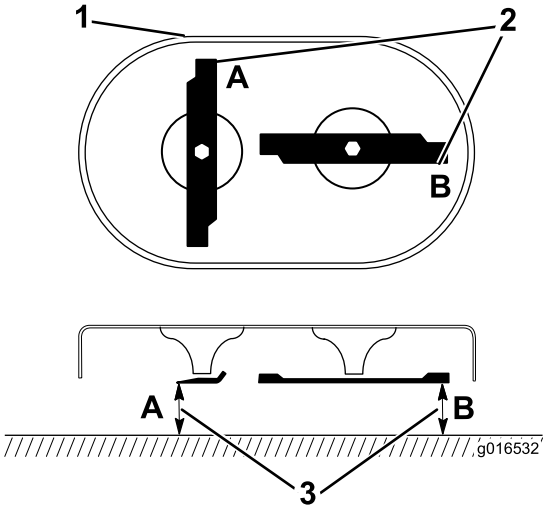

Рисунок 31
1. Поверните ножи, пока они не окажутся в положении, показанном на рис. Рисунок 31.
2. Измерьте от ровной поверхности до режущих кромок в местах **A** и **B** (Рисунок 31) и запишите оба результата измерения.